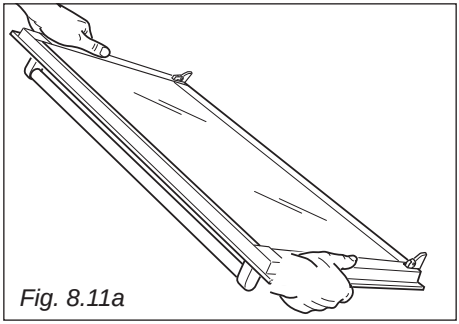

Fig. 8.11a
- Hold the door firmly (fig. 8.11a).